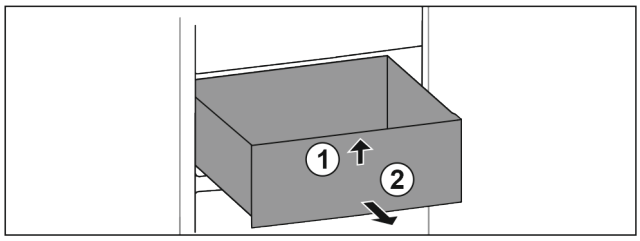

Fig. 38
▶ Приподнимите выдвижной ящик спереди. *Fig. 38 (1)*
▶ Извлеките выдвижной ящик движением вперед. *Fig. 38 (2)*